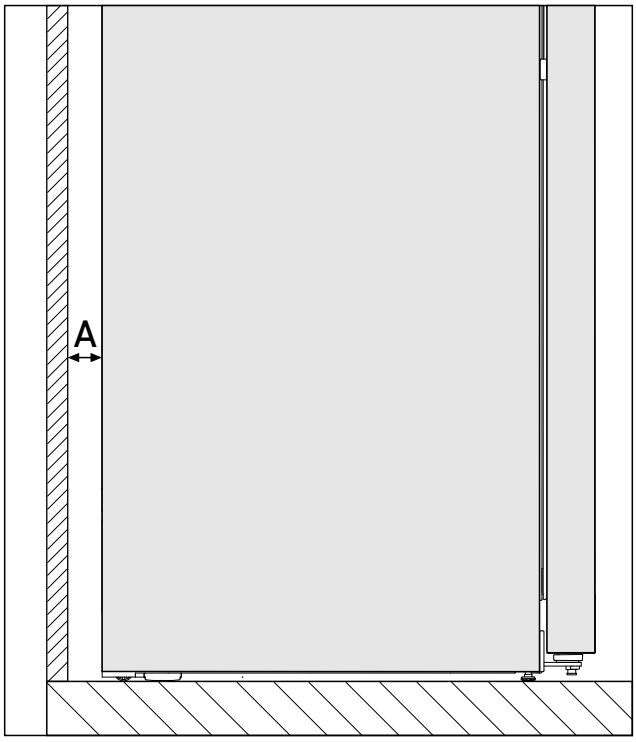

*Fig. 2 **
Der Energieverbrauch wurde mit einem Wandabstand *Fig. 2 (A)* zwischen Geräterückseite und Wand ermittelt. Wenn der Wandabstand weniger als *Fig. 2 (A)* beträgt, hat dies keinen Einfluss auf die Funktionsfähigkeit des Geräts, allerdings erhöht sich bei geringerem Wandabstand der Energieverbrauch geringfügig.*